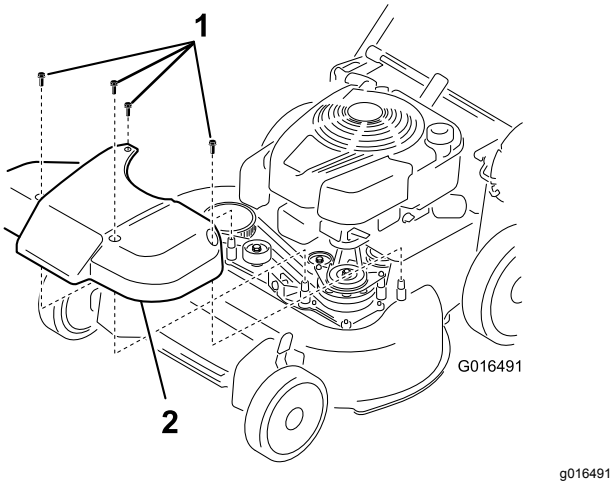

Figur 39
1. Fjern skæreknivenes drivsystemdæksel (Figur 39).